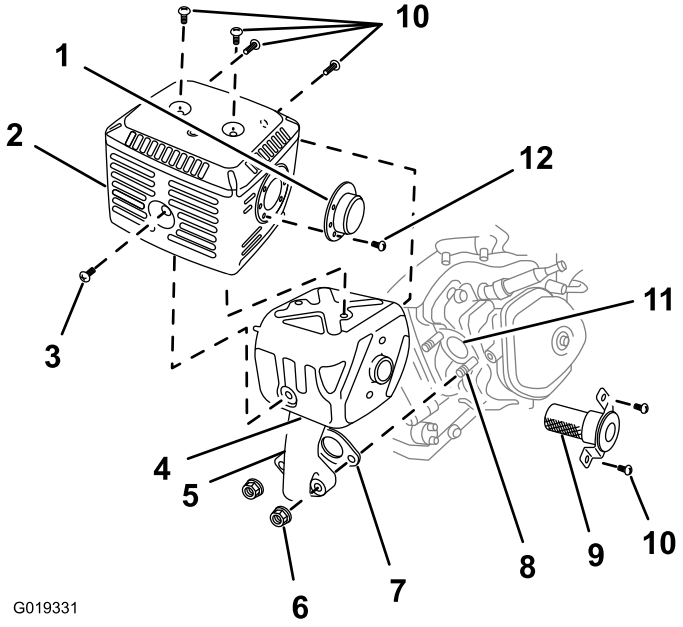

Figure 58
2. Retirez les 2 écrous (8 mm) et déposez le silencieux du cylindre (Figure 58).
3. Retirez les 3 vis (4 mm) du déflecteur d'échappement et déposez le déflecteur (Figure 58).
4. Retirez les vis (5 mm et 6 mm) du protecteur du silencieux, et déposez le protecteur (Figure 58).
5. Retirez les vis (4 mm) du pare-étincelles et déposez celui-ci du silencieux (Figure 58).